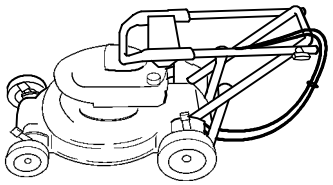

Figure 36
2. Carefully swing the upper handle forward until it rests on the engine (Fig. 36).